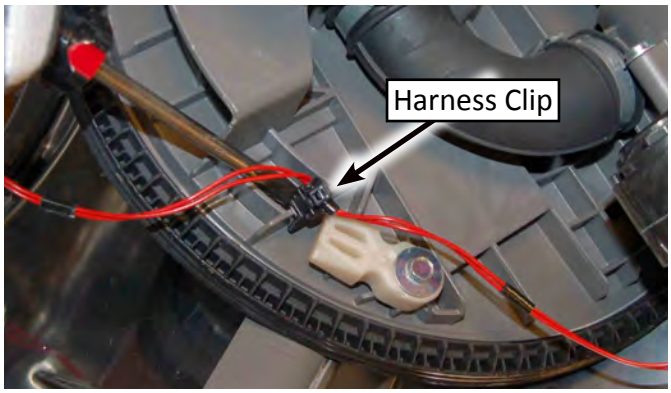

Figure 10
8. Pry off harness clip from sump (see Figure 10). Remove sump assembly from dishwasher.